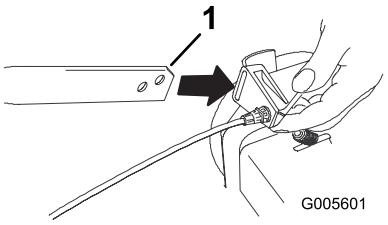

Figur 3
1. Sæt kabelforankringen på den nederste, venstre håndtagsende (Figur 3).